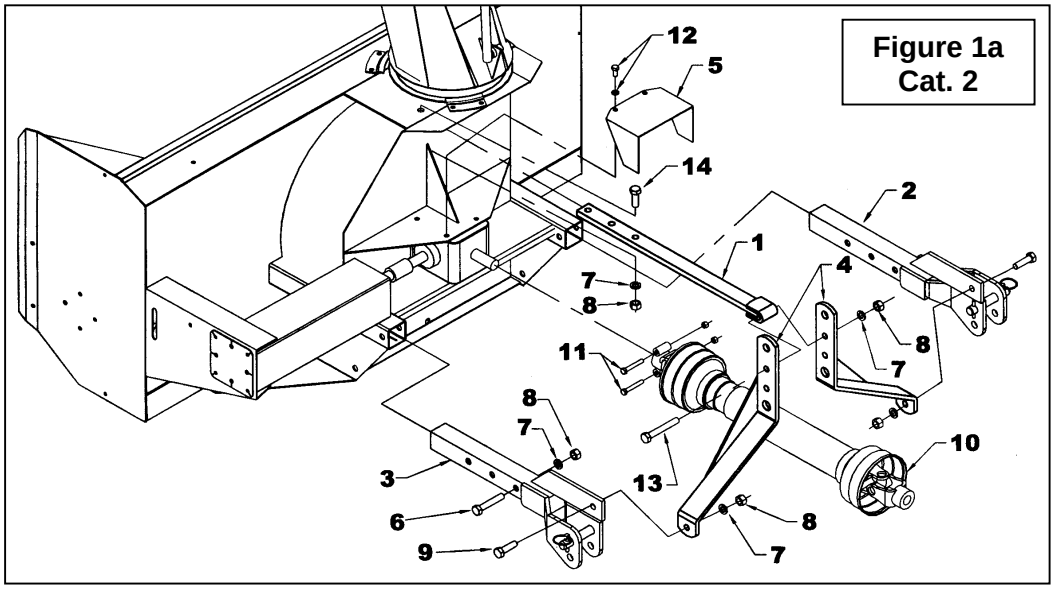

Figure 1a
Installation de l'Attache Trois Points (Figure 1a-1b)
1. Retirer les boulons 3/4" NC x 4" les rondelles de blocage et les écrous (items 6 -7-8) des attaches inférieures de la souffleuse.
2. **Pour Cat. 2:** Installer l'attache inférieure gauche (item 3) et celle de droite (item 2) à la souffleuse en utilisant la boulonnerie précédemment retirée (items 6-7-8) tel qu'illustré à la figure 1a.